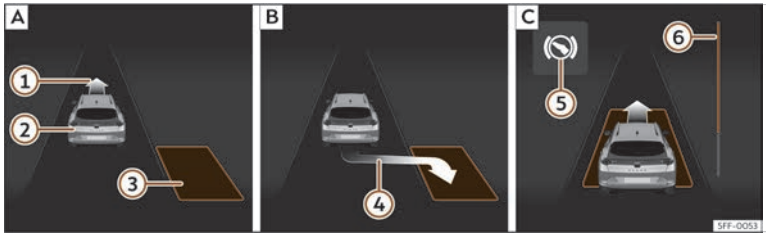
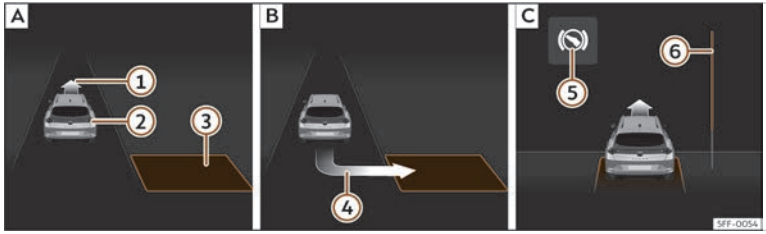

Fig. 152 A la pantalla del quadre d'instruments: aparcar en línia. A: Cercar un espai d'aparcament. B: Posició per aparcar. C: Maniobrar.
Fig. 153 A la pantalla del quadre d'instruments: aparcar en bateria. A: Cercar un espai d'aparcament. B: Posició per aparcar. C: Maniobrar.
- Mireu la visualització de la pantalla del quadre d'instruments si s'ha detectat l'espai en qüestió com a "apropiat" i si s'ha arribat a la posició correcta per aparcar-hi ››› fig. 152 B o ››› fig. 153 B. L'espai es considera "apropiat" si a la pantalla del quadre d'instruments hi apareix la indicació d'aparcar ④.
- Retrocediu fins que soni el senyal continu del ParkPilot; **O BÉ:** retrocediu fins que a la pantalla del quadre d'instruments aparegui la indicació de fer marxa endavant ››› **fig. 152** C o ››› **fig. 153** C; **O BÉ:** retrocediu fins que a la pantalla del quadre d'instruments aparegui el missatge **Park Assist finalizado**. La barra de progrés ⑥ indica la distància que cal recórrer.
- Feu marxa endavant fins que soni el senyal continu del ParkPilot; **O BÉ:** feu marxa endavant fins que a la pantalla del quadre d'instruments aparegui la indicació de fer marxa enrere. El sistema d'aparcament assistit dirigeix el vehicle marxa endavant i marxa enrere fins a centrar-lo en l'espai buit ››› **fig. 152** C o ››› **fig. 153** C.
La barra de progrés ››› **fig. 152** ⑥ i ››› **fig. 153** ⑥ mostra simbòlicament a la pantalla del quadre d'instruments la distància relativa que queda encara per recórrer. Com més gran és la distància, més plena és la barra de progrés. En circular marxa endavant, el contingut de la barra de progrés disminueix cap amunt, i en circular marxa enrere, disminueix cap avall.